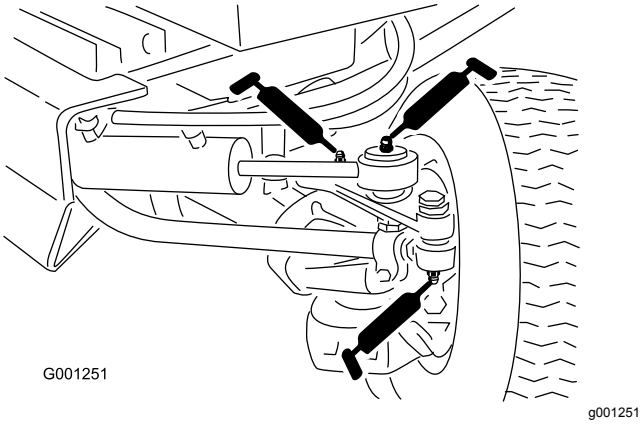

Figuur 41
- Uiteinden van spoorstang (2) (Figuur 41)
- Uiteinden van cilinderstang (2) (Figuur 41)
- Draaipunten van besturing (2) (Figuur 41)
- Draaipen van as (Figuur 41)